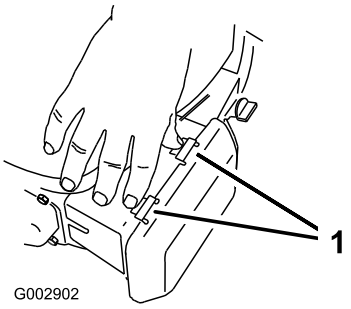

Figur 38
1. Tryck ned spärrhakarna på luftrenarkåpan (Figur 38).